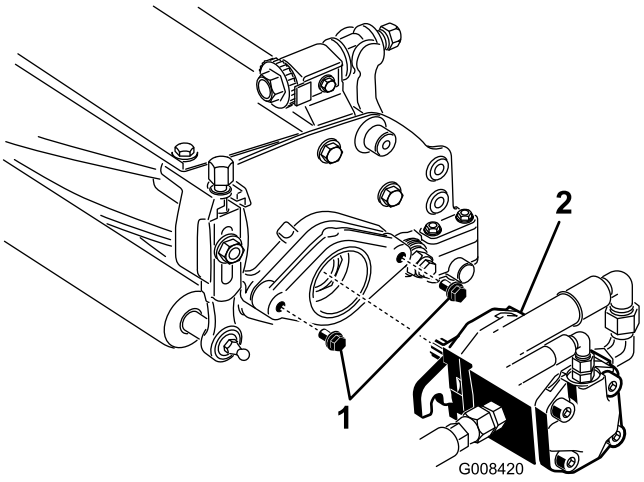

Figur 11
7. Kontroller, at ca. 13 mm af gevindet er blotlagt på hver monteringsbolt på knivcylinderens drivmotor (Figur 11).
mod uret, indtil flangerne indeslutter tapskruerne (Figur 11).
9. Tilspænd monteringsboltene (Figur 11).